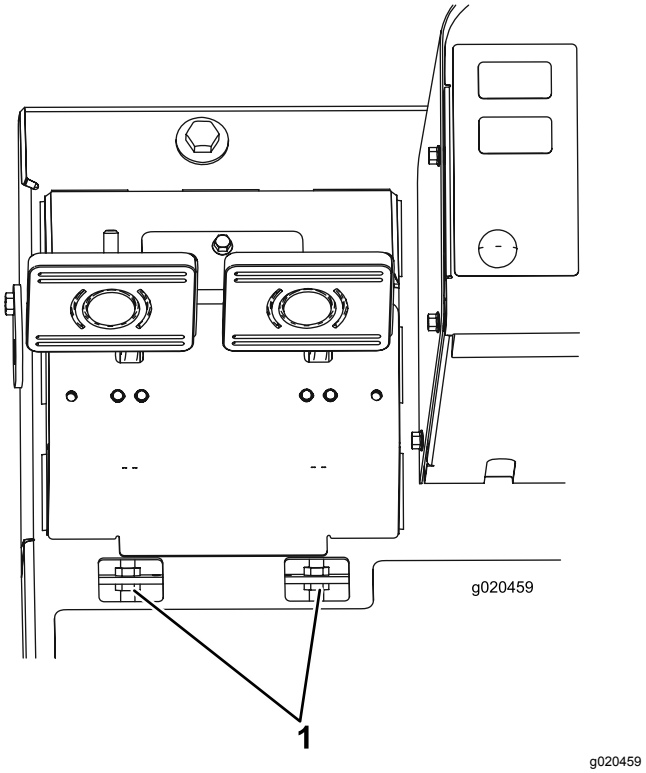

**Figur 94**
B. Løsn den forreste møtrik på bremsekablets gevind-ende (Figur 94).